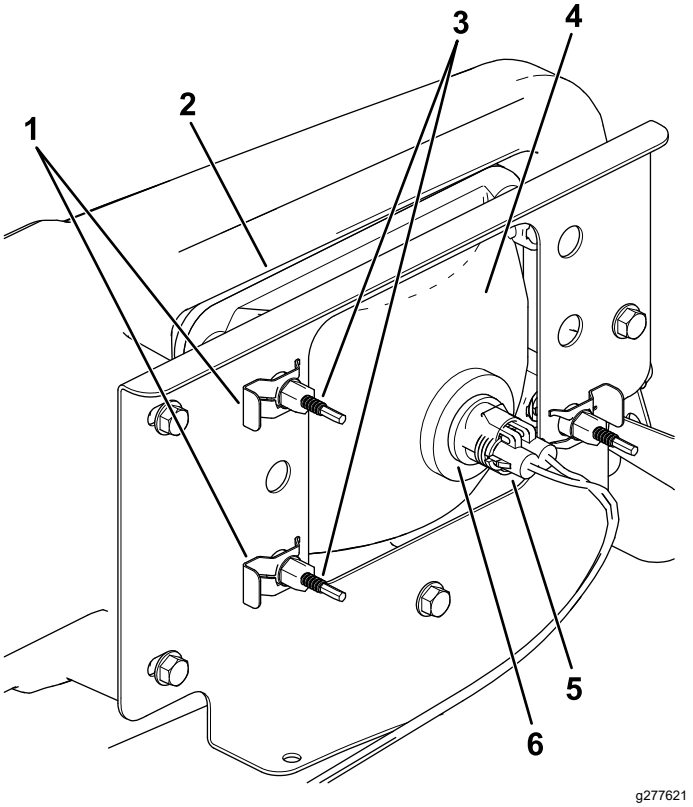

Figur 42
3. Koppla loss kablagets elektriska anslutning från lampenhetens kontakt (Figur 42).
4. Ta bort snabbklämmorna som fäster strålkastaren vid strålkastarfästet (Figur 42).
5. Demontera strålkastarenheten genom att flytta den framåt genom öppningen i den främre stötdämparen (Figur 42).
6. För in den nya strålkastaren genom öppningen i stötdämparen (Figur 42).
8. Anslut kablagets elektriska anslutning till lampenhetens kontakt (Figur 42).
5. Vrid justerskruvarna (Figur 42) på baksidan av strålkastarenheten för att vrida enheten och rikta in ljuskäglan.